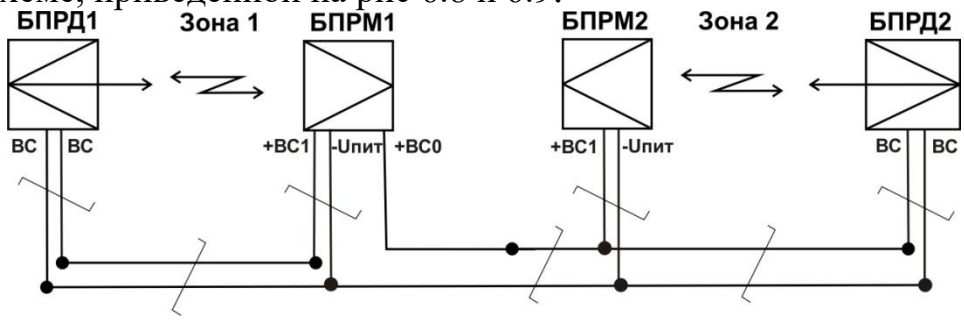

Рис.6.10
6.3.5.3 Схема подключения проводов при подключении проводной синхронизации для двух комплектов извещателей модификации «С» см. на рис. 6.10, схема аналогична верхней схеме, приведенной на рис 6.8 и 6.9.